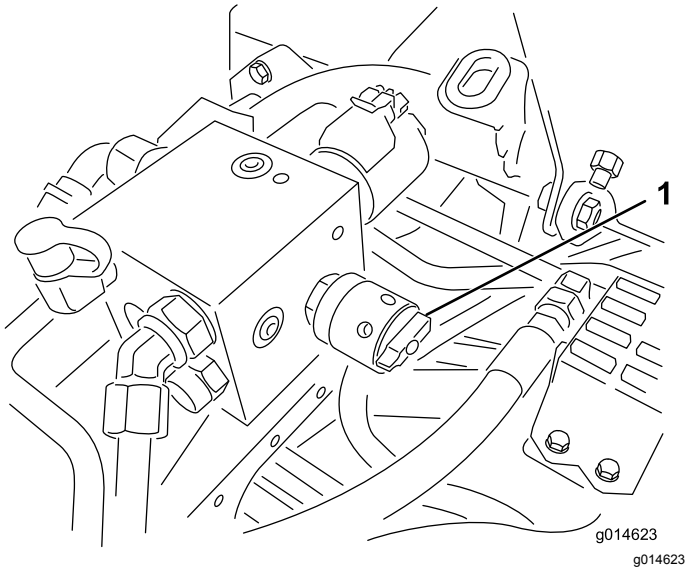

Figur 35
4. Ställ in cylinderhastigheten genom att vrida reglaget (Figur 35) tills indikatorpilarna ligger i linje med det nummer som markerar önskad inställning.